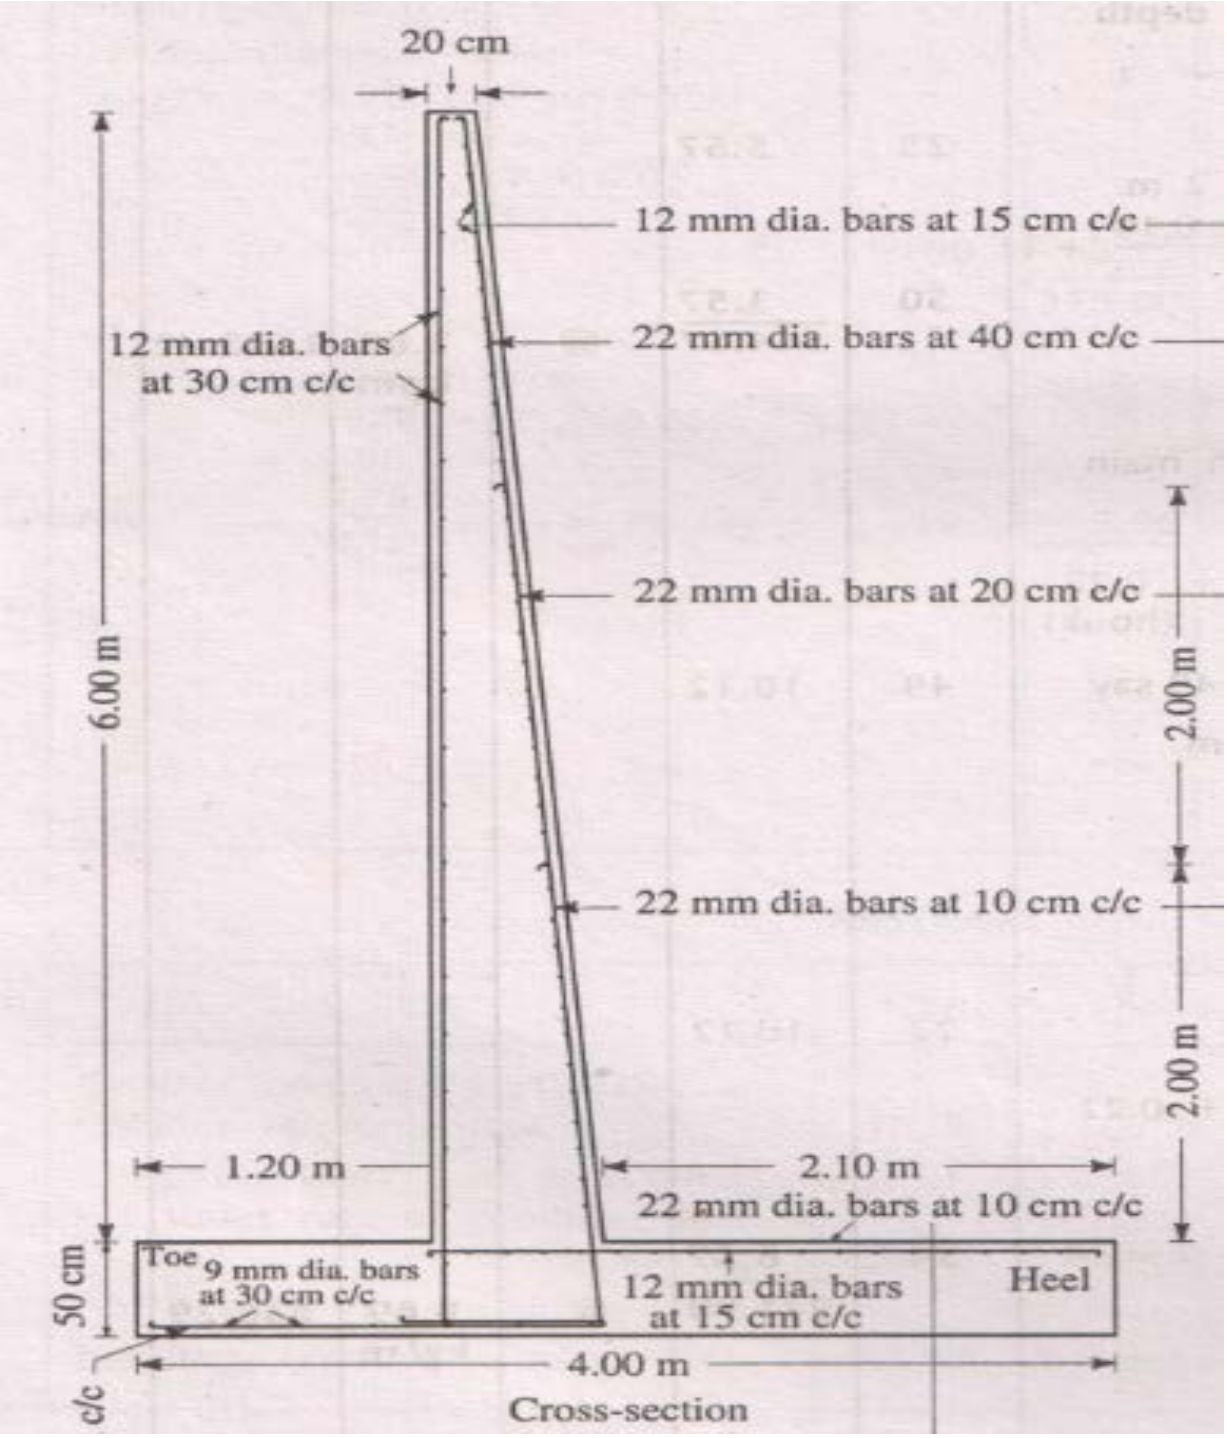

**Figure 2:- RETAINING WALL**
**Q.3** (a) Calculate the quantities of cement concrete (1:1.5:3) from figure 2. **03**
(a) Calculate the quantities of centering work from figure 2 **03**